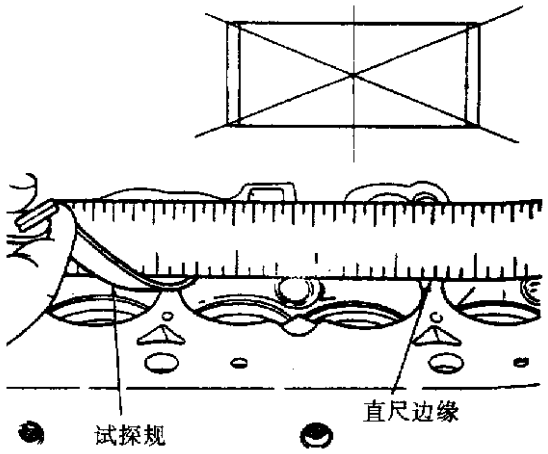

图 3－34　检查气缸头平面度
(1)气缸盖的平面度必须在 0.1mm 的范围内(图 3－34)。